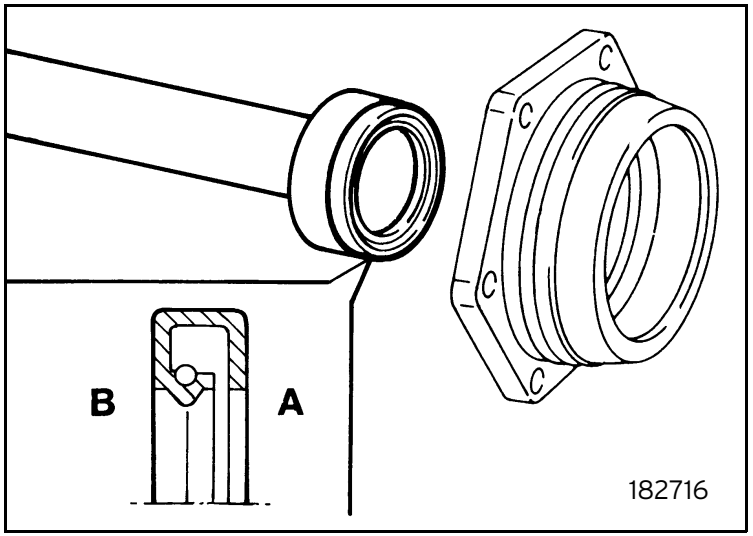

Fig. 16
- Use a block to fit the seal (figure 16). Repeat the operation on the other hub.